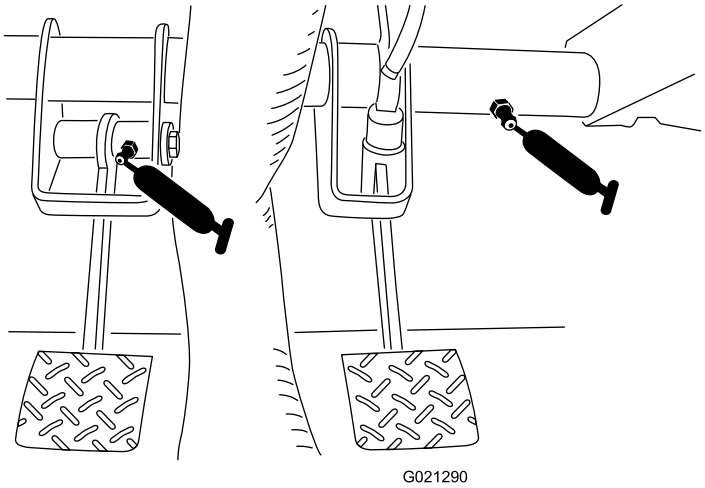

**Figur 38**
- Kobling (1) og bremse (1) (Figur 38)